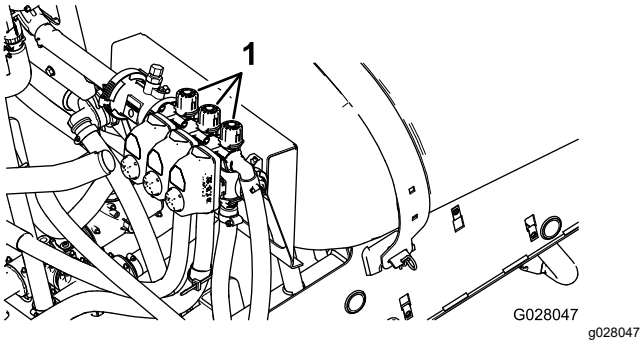

**Figura 22**
2. Desligue a seção esquerda e ajuste o botão de desvio da seção (Figura 22) até que a leitura de pressão esteja no nível ajustado anteriormente (normalmente 2,75 bar ou 40 psi).
4. Ajuste o botão de desvio da seção direita (Figura 22) até que a leitura de pressão esteja no nível ajustado anteriormente (normalmente 2,75 bar ou 40 psi).
6. Ajuste o botão de desvio da seção central (Figura 22) até que a leitura da pressão esteja no nível ajustado anteriormente (normalmente 2,75 bar ou 40 psi).